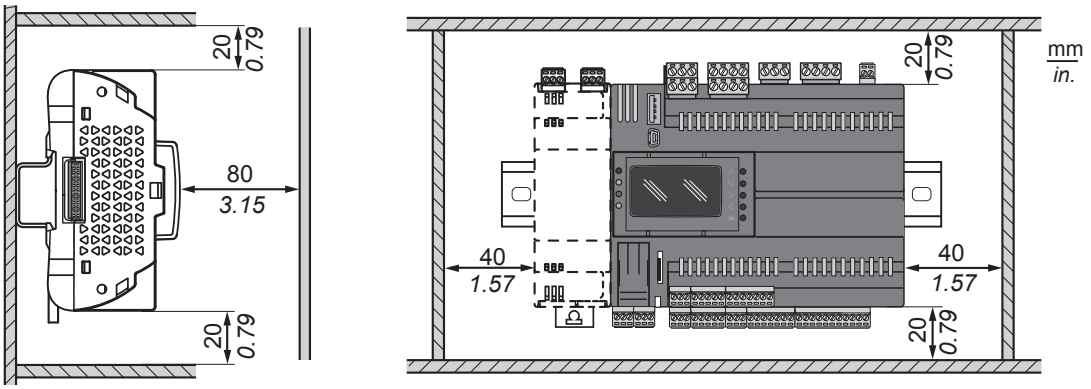

Fig. 6. Distances
Le **contrôleur pour centrale compresseur CO2 EWCM 9000 PRO (HF)** a été conçu comme produit appartenant à la classe IP20, ce qui implique qu'il doit être installé dans un boîtier. Respecter les distances durant l'installation de l'appareil (voir **Fig. 6 page 22**).